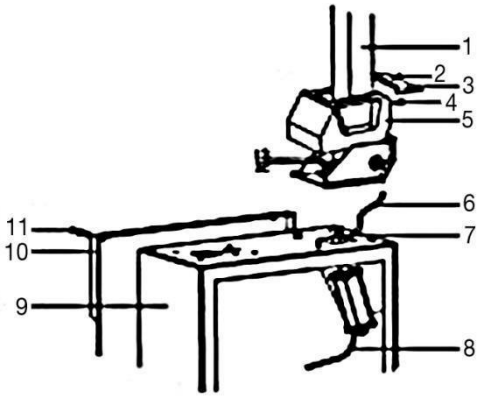

Rys. 3
1. Umieść kolumnę 1 (Rys. 3) na czterech śrubach na górze obudowy 9 (Rys. 3), popchnij wąż powietrza 6 (Rys. 3) przez otwór. Dokręć cztery nakrętki samo zabezpieczające.
2. Włożyć śrubę 13 (Rys. 3) w otworze kolumny i w ten sposób połączyć się z cylindra 7 (Rys. 3) walca pochylenia przeciągnąć ją z samo zabezpieczające nakrętki 12 (Rys. 3)
3. Poluzuj dwie śruby 11 (Rys. 3) na lewej pokrywie 10 (Rys. 3) i zdejmij pokrywę. Następnie podłącz wyżej wymieniony wąż powietrza do jednego z wylotów T-air wewnątrz urządzenia.
4. Przymocuj plastikową osłonę 5 (Rys. 3) za pomocą dwóch śrub 4 (Rys. 3)
5. Zamontuj plastikowe plecy 3 (Rys. 3) na kolumnie za pomocą śruby 2 (Rys. 3)